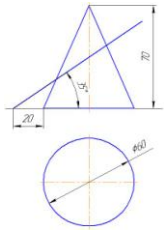

Рисунок 2 – пересечение конуса проецирующей плоскостью
9. Построить комплексный чертеж конуса усеченной проецирующей плоскостью (рисунок 2). Определить натуральную величину фигуры сечения и построить развертку этих поверхностей.